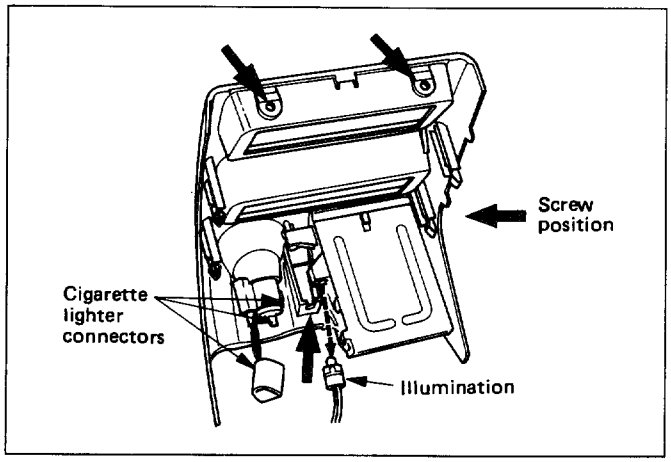

Fig. 10-7
2. **Lower cluster assembly (Fig.10-7)**